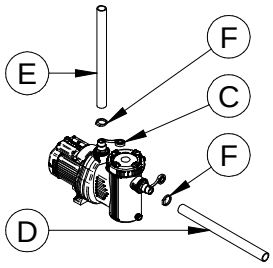

Fig. 24
4. Omwikkel de zittingen (Fig. 24, # C; *hydraulische componenten*) met de geleverde teflontape en om de afdichting van de slang op de zitting (*hydraulische componenten*) te garanderen.
5. Sluit de *aanzuigslang* (*hydraulisch component*) aan op de zitting IN (Fig. 24, # E) en de *terugvoerslang* aan op de zitting OUT (Fig. 24, # F). Zet de slangen (*hydraulische componenten)* met klemringen vast (Fig. 24, # F).